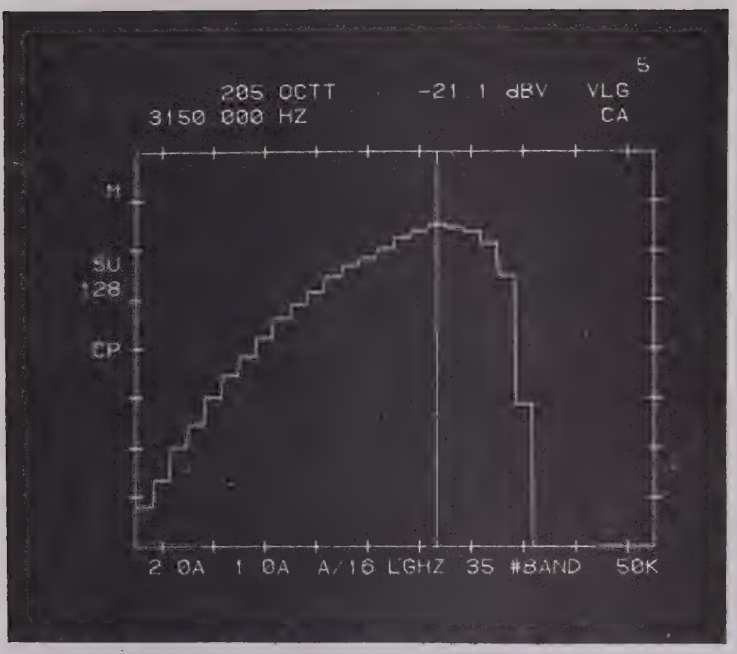

FIGURE O-13
e. Figure O-13 is the Coherent Output Power in Octave (Octave Coherent Output Power - Definition 7).